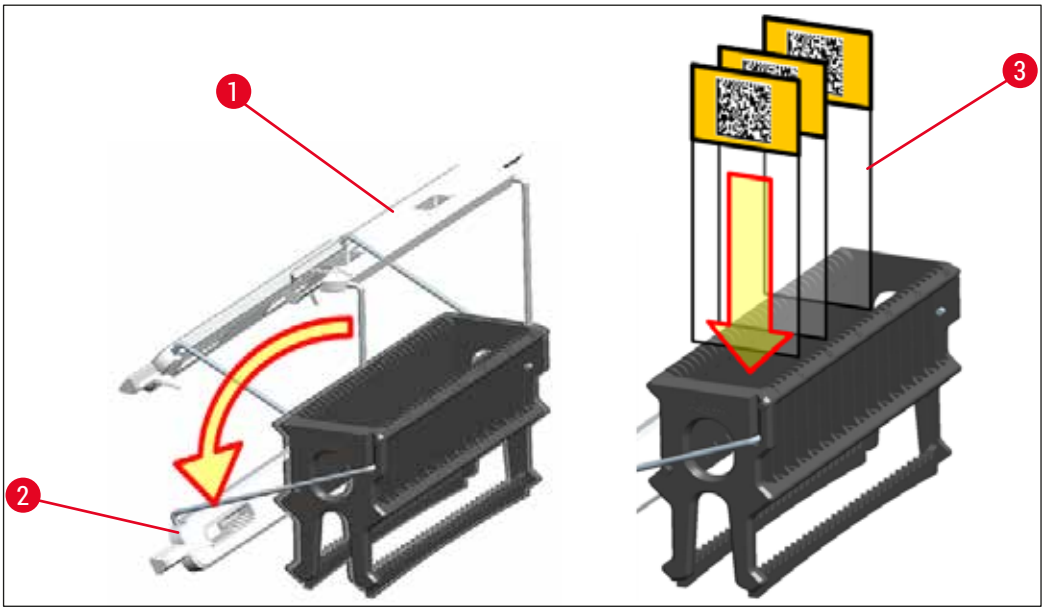

Fig. 84
- Forsiden av stativet er merket med Leica-logoen. Når håndtaket er festet, ser du ordet **FRONT** når du ser på håndtaket (→ "Fig. 84").
1. Bøy stativhåndtaket til stående stilling (→ "Fig. 84").